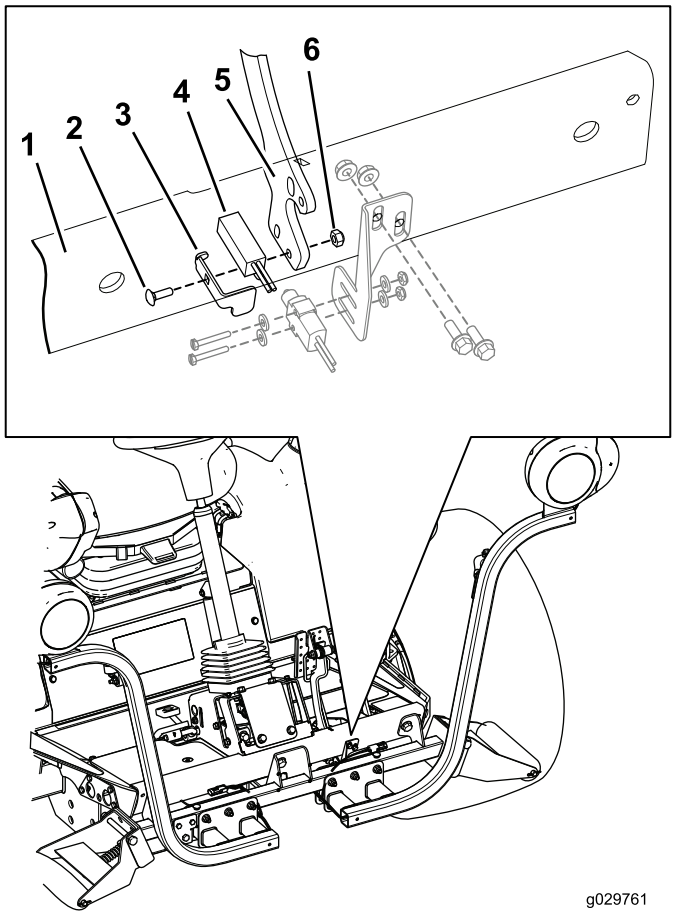

Figura 16
1. Desmonte o conjunto do sensor de proximidade na alavanca do pedal do travão (Figura 16) e reserve todas as peças exceto o sensor de proximidade.
2. Prenda o conjunto do sensor de proximidade à alavanca do travão com um parafuso de carroçaria (n.º 10 x ⅝ pol.), placa do sensor do travão, sensor de proximidade e porca de bloqueio (n.º 10) como se mostra na Figura 16.